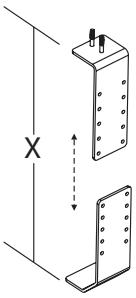

Figure 18-3
3. Position brackets as shown. Slide up or down until you achieve the measured well height. (Holes are arranged for ¼" increments) *[Figure 18-3]*